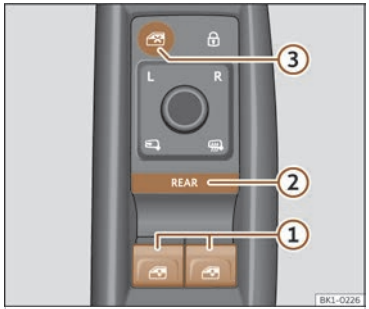

Fig. 80 Detail of the driver's door: window controls.
① Electric window operation buttons.
② Button **REAR** for activating the rear power window operation and comfort opening and closing.
③ Button to deactivate the power window operation buttons on the rear doors.
By default, the power windows on the front doors can be operated with the buttons ››› **Fig. 80** ①.
REAR Briefly press button ››› **Fig. 80** ② to activate the operation of the **rear** door power windows. When the operation of the rear door power windows is activated, the button's light is on.
Press the button ››› **Fig. 80** ③ to deactivate the power window buttons located on the rear doors. When these buttons are deactivated the button light turns out.